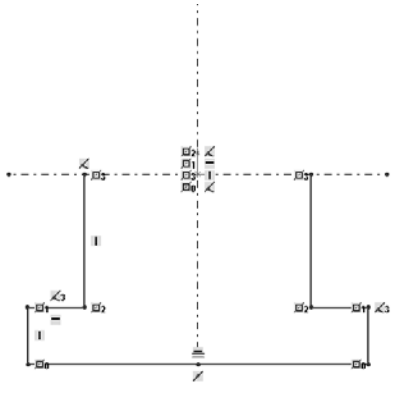

Figure 3-54 *Sketch after drawing the lines*
d. Create the sketch in the third quadrant; the sketch will automatically be mirrored on the other side of the mirror line, refer to Figure 3-54.
7. Move the line cursor vertically upward and click to specify the endpoint of the line when the line cursor snaps the horizontal centerline. Exit the **Line** tool. The sketch after drawing the lines is shown in Figure 3-54.